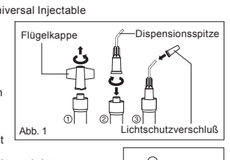

Abb. 1
1. Die Spritze aufrecht halten und die Flügelkappe durch Drehen entgegen dem Uhrzeigersinn entfernen (Abb. 1).